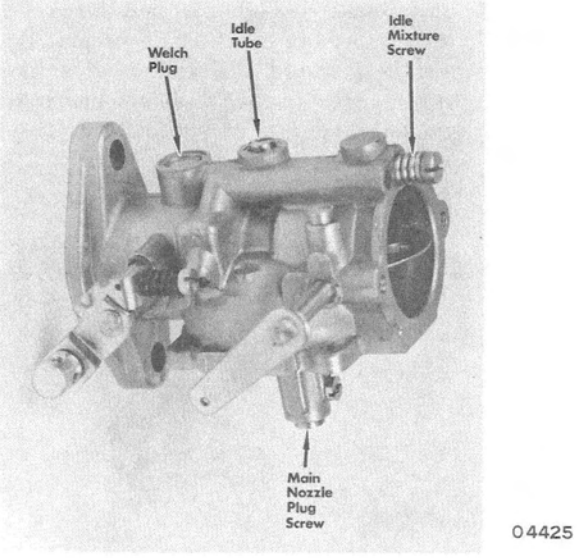

Figure 5. Upper Body Components
4. Remove idle mixture screw, spring, idle tube and idle tube gasket. (Figure 5)
5. Remove main nozzle channel plug screw. (Figure 5)
6. Remove welch plug to inspect by-pass holes. (Figure5)